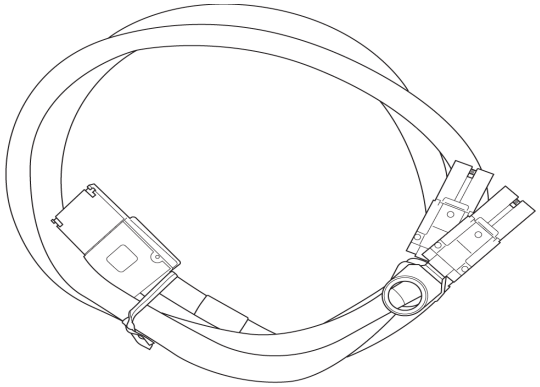

Figure 3.30: Single iPass Y-cable (two needed for x16 recording)
- ❑ 1 iPass Y-cable for x1 and x4 (see Figure 3.30 on page 97).
- **iPass Y-Cable**: The cable supports eight lanes from two directions. Side A of the probe cable connects to the Upstream port on the Analyzer (on the left in the photo above), and Side B of the probe cable connects to the Downstream port (on the right). See Figure 3.30 on page 97.
- **iPass Y-Cable**: The cable supports eight lanes from two directions. Side A of the probe cable connects to the Upstream port on the Analyzer (on the left in the photo above), and Side B of the probe cable connects to the Downstream port (on the right). Figure 3.30 on page 97.